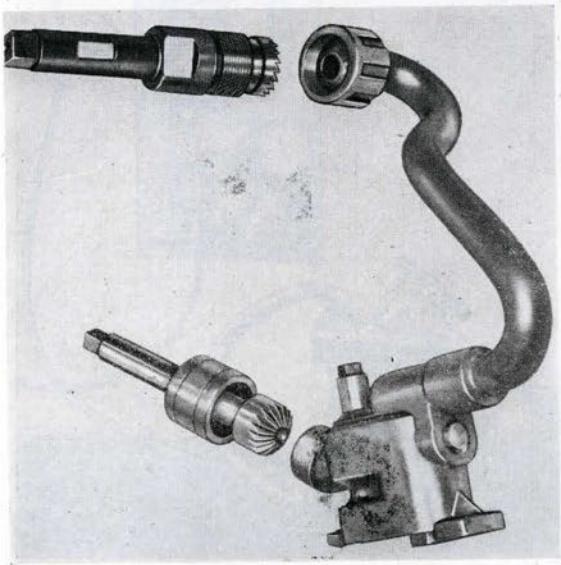

Figure 138
*11. Reface seat on main air-pipe collar, and seat on outlet nipple (Fig. 138). **(WE81, WE80)**